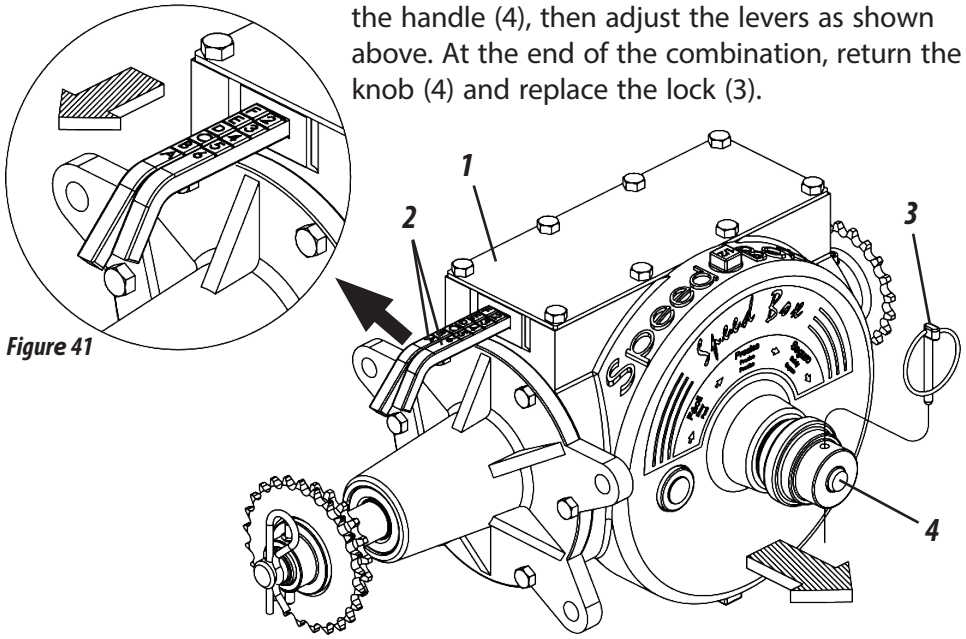

Figure 41
SPEED BOX (FIGURE 41)
1- Select the desired quantity in the tables and check the corresponding combination on the levers (2). **Example:** Position **F2** In the table, indicates that the lever with letters should be in position **"F"** and the lever with numbers must be in position **"2", as shown in figure 41**